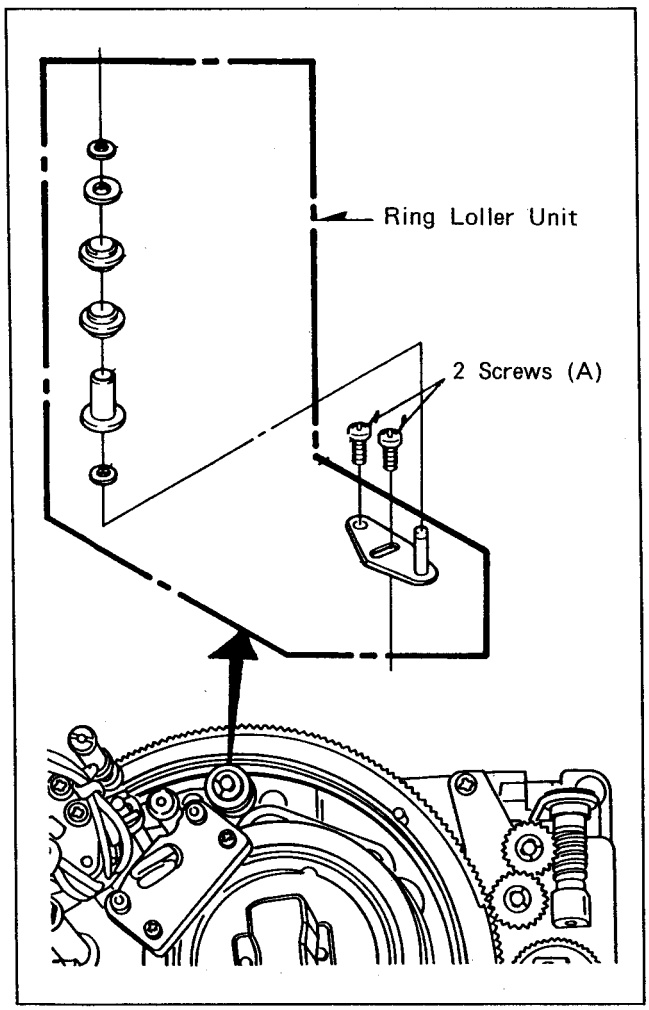

Fig. 6-23-1 Ring Loller Unit Removal
1. Unscrew the 2 screws (A) and remove the Ring Loller Unit as shown in figure 6-23-1.
1. Install the Ring Loller Unit and tighten the 2 screws (A) as shown in figure 6-23-1.